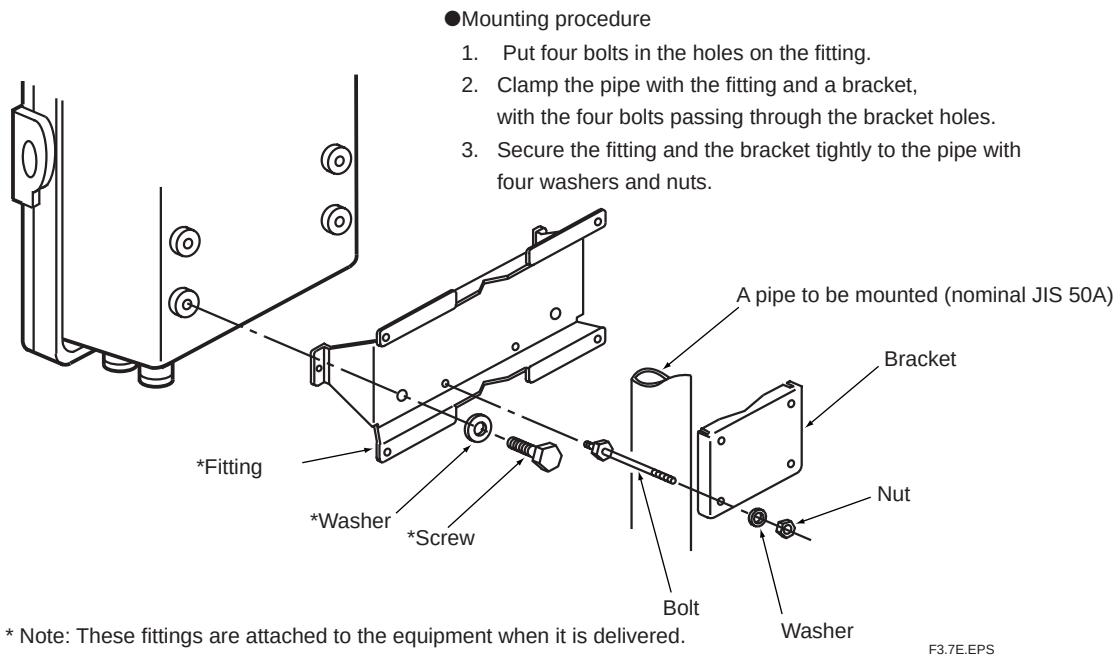

Figure 3.7 Pipe Mounting
(1) Prepare a vertical pipe of sufficient strength (nominal JIS 50A: O.D. 60.5 mm) for mounting the converter. (Converter weighs approximately 6 kg.)
(2) Mount the converter on the pipe. Fix it firmly on the pipe in the procedure described in Figure 3.7.